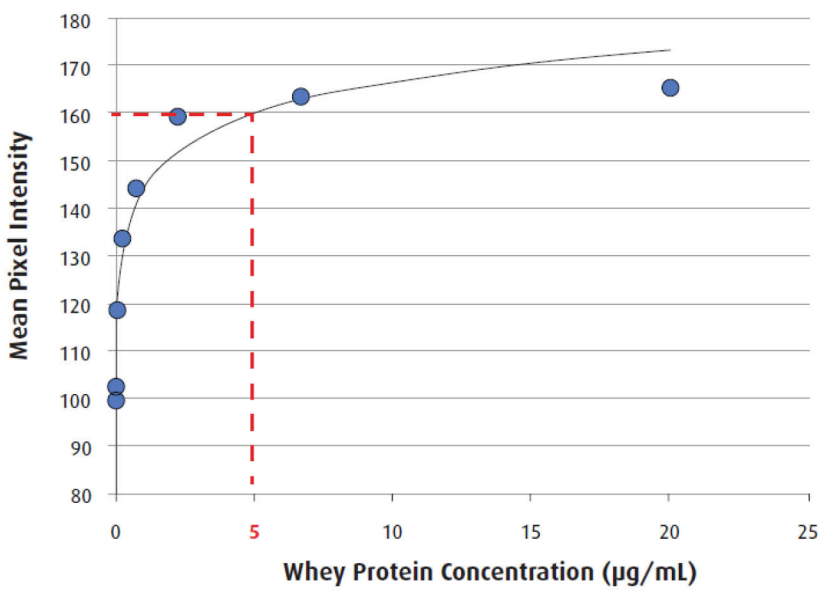

Figure 5: Determining a Protein Concentration.
C. 주어진 y 값에서 x를 풀기 위한 최적의 방정식을 사용합니다. 대안적으로 수평선을 샘플(y축)의 흡광도에서부터 표준곡선까지 확장하고 해당 농도(x축) 값을 읽습니다. Figure 5 참조.